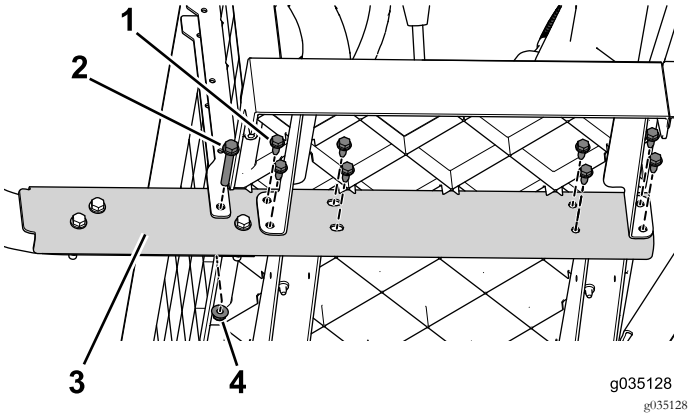

Figura 64
3. Retire os parafusos flangeados (3/8" x 2½") e as porcas que prendem a calha lateral à máquina (Figura 64). Faça isto em ambos os lados da máquina.
4. Trabalhando da frente para trás, retire os parafusos flangeados (5/16" x ¾") que prendem a calha lateral à máquina (Figura 64). Faça isto em ambos os lados da máquina.